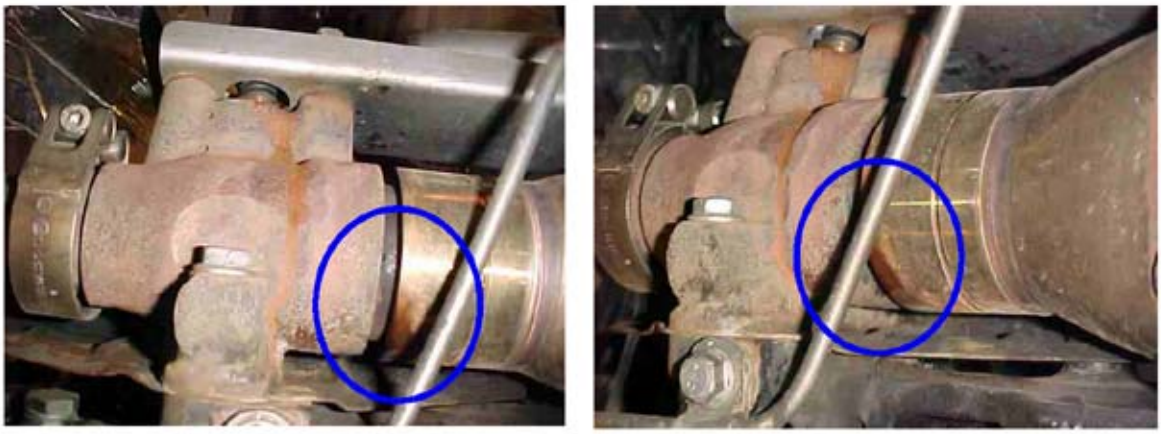

Figure 1 – traces of water/coolant around the shutoff valve
- Water/coolant traces around EGR Valve, EGR outlet pipe and EGR shutoff valve - see figure1.